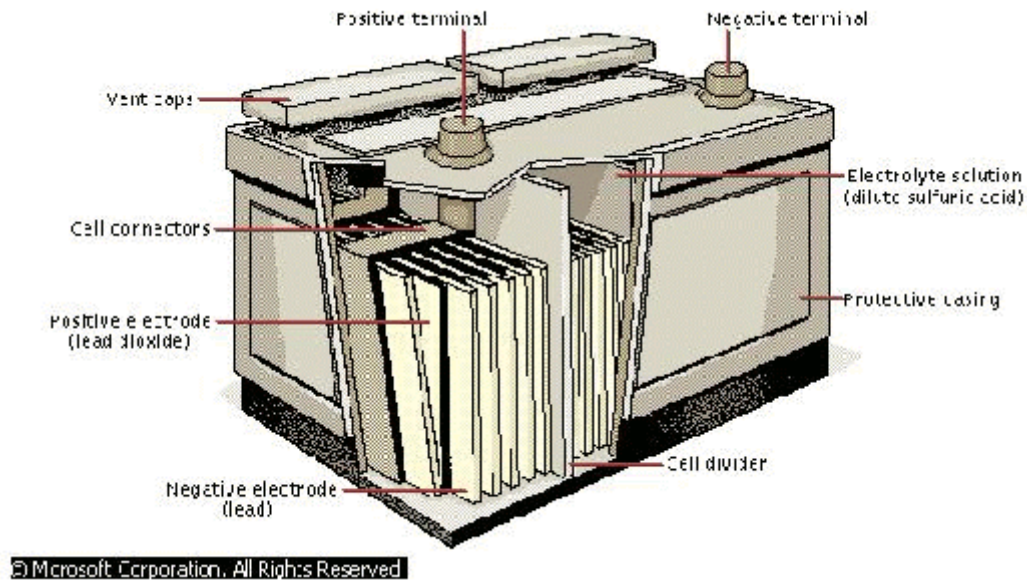

Figure 1. The Lead Storage Battery
A 12 V lead storage battery (Figure 1), such as those found in automobiles, consists of six cells arranged in series. Each cell in a lead storage battery develops about 1.9 volts when fully charged and is composed of two electrodes of lead alloy grids immersed in a solution of sulfuric acid. One electrode is packed with a spongy lead to form the anode, where oxidation occurs. The other electrode is packed with lead(IV) oxide and forms the cathode, where the reduction half-reaction takes place. During discharge, when current is being drawn from the cell, the half-cell reactions are: